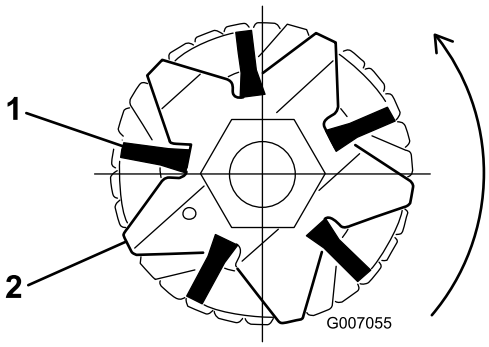
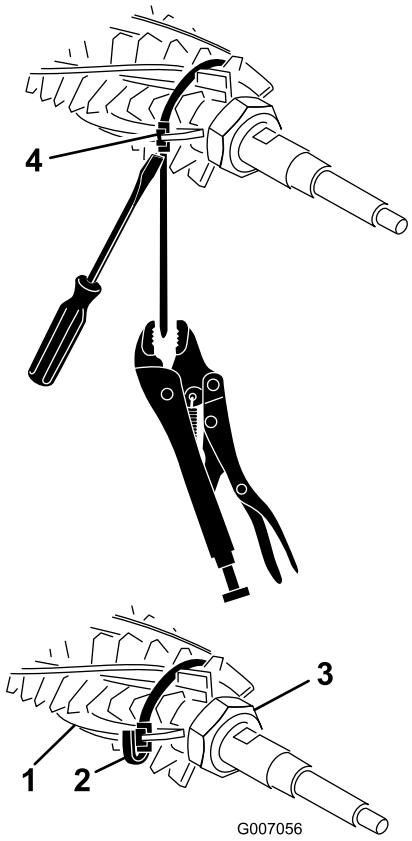

Bild 37
Bild 38
2. Vergewissern Sie sich, dass die Bürsten in den Schlitzen des Groomermessers sitzen (Bild 37 & Bild 38).
3. Wickeln Sie die Haltebänder, siehe Bild 38, lose um die Spindelwelle und die Bürsten des Groomer. Setzen Sie die Haltebänder in die Rillen in den Bürsten ein Bild 37. Positionieren Sie die Bürsten so, dass die Haltebänder zwischen den folgenden Messern 1–2, 14–15, 28–29 und 41–42 sind.
Hinweis: Wenn die Kehrbürsten nicht richtig in den Messerschlitzen sitzen, lösen Sie an jeder Seite der Groomerwelle die Befestigungsmuttern des Groomermessers, positionieren Sie die Kehrbürsten richtig in den Messerschlitzen und ziehen Sie die Befestigungsmuttern des Groomermessers an (Bild 38).
4. Drücken Sie einen Schraubenzieher gegen die Haltebandschnalle und fassen Sie gleichzeitig das Halteband mit einer Gripzange an. Ziehen Sie das Halteband fest, bis sie in den Bürstenrillen arretieren (Bild 38).
3. Befestigungsmutter (2)
5. Kürzen Sie das Halteband auf ungefähr 6 mm von der Schnalle und falten Sie das überschüssige Halteband über die Schnalle (Bild 38).